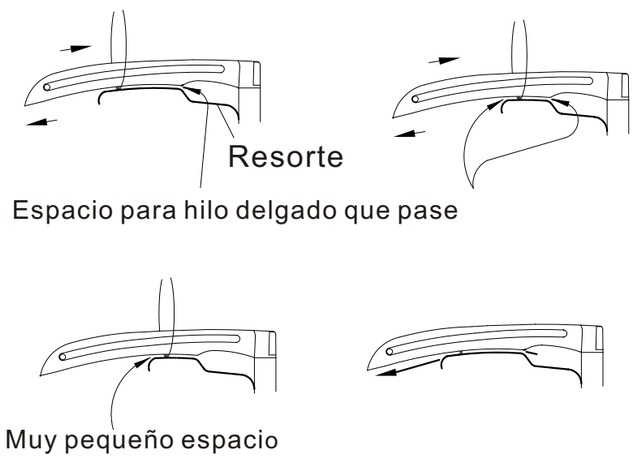

Fig. 17
2. El hilo estándar para el ajuste es 60S/3. El procedimiento estándar para que el hilo pase a través del espacio entre el bucleador y el resorte de la placa se muestra en Fig. 17.